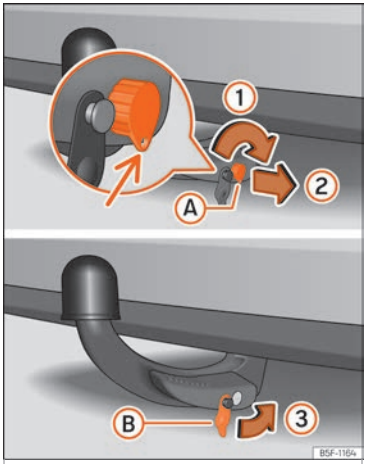

Fig. 186 Colocação do gancho de reboque. Passo 2
- Rode a chave para a direita apenas meia volta, até que o orifício da chave fique abaixo ››› Fig. 186 (1).
- Retire a chave (2).
- Coloque a tampa (B) na fechadura (3) ››› Fig. 186 ››› ❗.